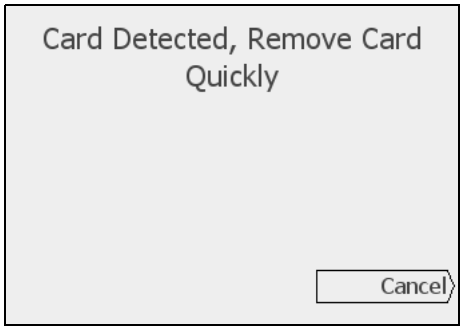

Figure 13-48 Card Reader Test Screen - Card Inserted
10. Insert a test card to verify the reader is working. The screen changes as in Figure 13-48 if the card is successfully detected.